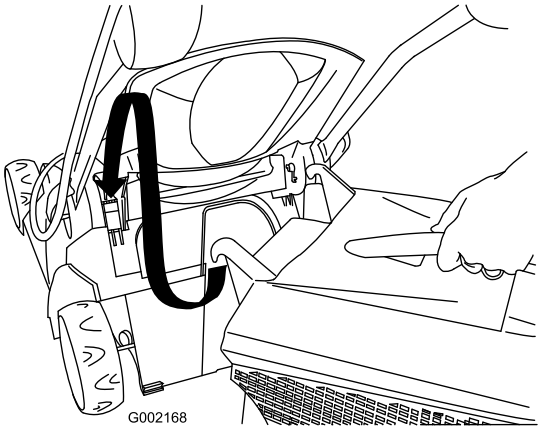

Figur 20
1. Lyft upp den bakre luckan och montera gräsuppsamlaren på klipparen (Figur 20).